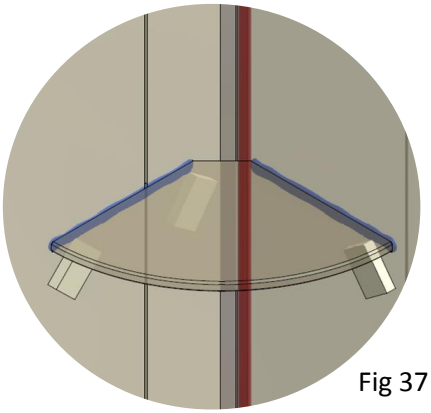

Fig 37
35. Put a thin bead of silicone down both edges of shelf, place on stabilizer blocks and gently push into corner (fig37). Leave stabilizer blocks in place for a minimum of 24 hrs.